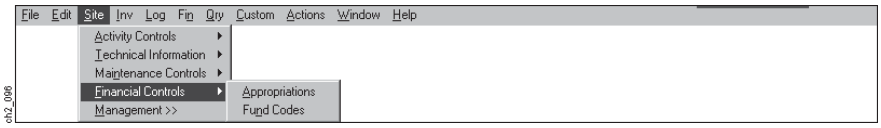

Figure 2-117
(2) Step 2. On the Site Submenu above (Figure 2-117), select the Financial Controls Option.